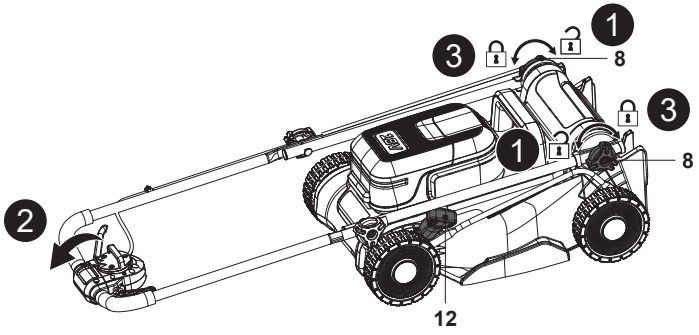

**Fig. 22**
- Retire o recipiente de recolha de relva (7)/encaixe do triturador (23).
- Coloque a alavanca de ajuste da altura de corte (12) na posição mais baixa.
- Desaperte os dois botões de bloqueio (8), sem os remover, e, em seguida dobre completamente o conjunto da pega (Fig. 22, passos 1, 2).
- Fixe as ligações rodando os dois botões de bloqueio (8) para evitar a dispersão antes do armazenamento na vertical (Fig. 22, passo 3).